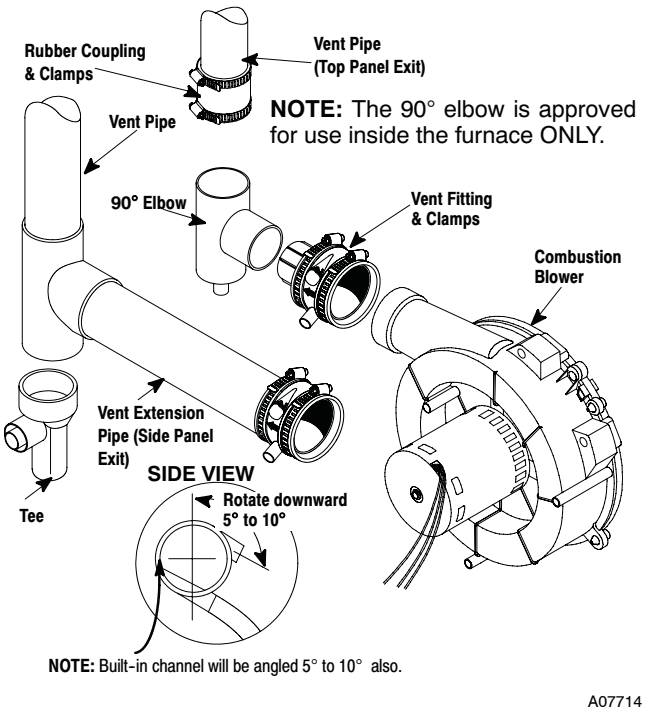

**Fig. 20 - Proper Sealing Procedure for Combustion Blower**
**Note: The vent fitting MUST be installed with the air flow marking arrow pointed toward the vent pipe. (See Fig. 20)**